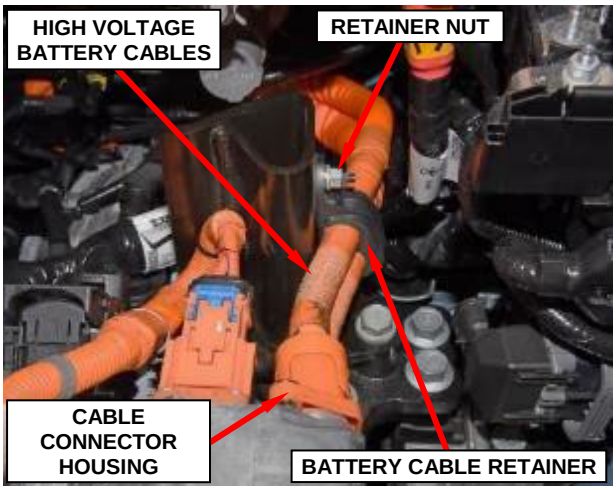

Figure 23 – Battery Cables Retainer
45. Remove and save the nut securing the high-voltage battery cable retainer (Figure 23).
46. Disengage the high voltage battery cable connector housing from the PIM, (Figure 23).